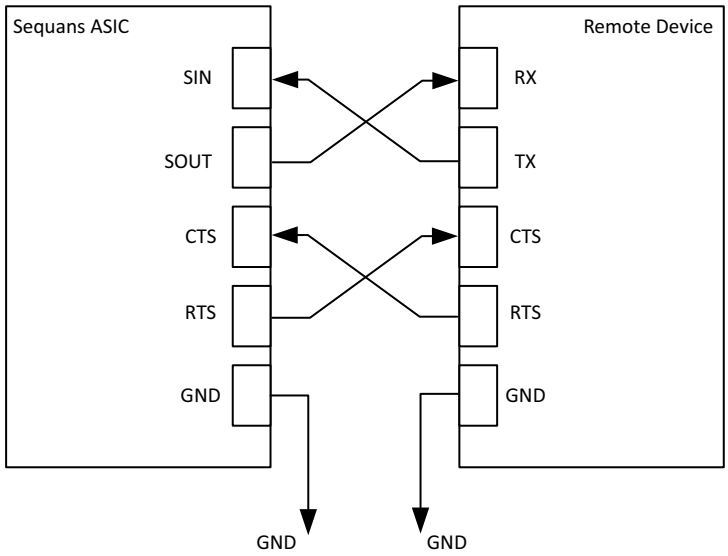

Figure 4-1: UART Flow Control
Refer also to Figure 4-1 that represents the typical implementation for UART hardware flow control.
- UART2_CTS: UART2 flow control, Clear-To-Send, active low, of the SP150Q. To be connected to the RTS of the remote UART device. Provision a 1 kOhm pull-down on CTS pin when flowcontrol is not used. If it is connected to an external component (like a RS232 driver), the user should make sure that this component will present a low level to the SP150Q. See Figure 4-1.
- UART2_RTS: UART2 flow control, Ready-To-Send, active low, of the SP150Q. To be connected to the CTS of the remote UART device. See Figure 4-1.
- UART3_CTS: UART3 flow control, Clear-To-Send, active low, of the SP150Q. To be connected to the RTS of the remote UART device. Provision a 1 kOhm pull-down on CTS pin when flowcontrol is not used. If it is connected to an external component (like a RS232 driver), the user should make sure that this component will present a low level to the SP150Q. Figure 4-1.
- UART3_RTS: UART3 flow control, Ready-To-Send, active low, of the SP150Q. To be connected to the CTS of the remote UART device. See Figure 4-1.
Figure 4-1 represents the typical implementation for the hardware flowcontrol.